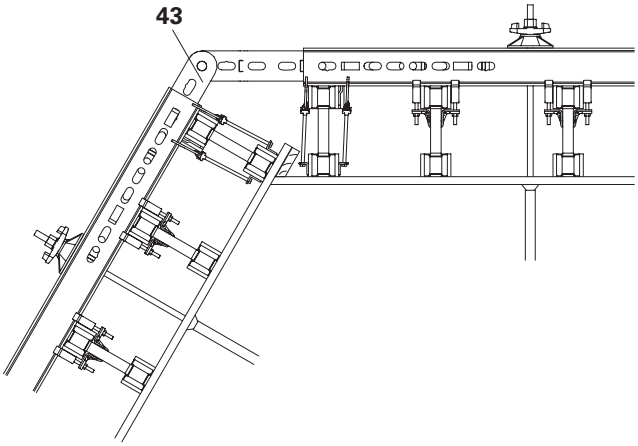

Rys.C2.02
- ściany o dużej grubości, na przykład w budownictwie mostowym, (Rys. C2.02)